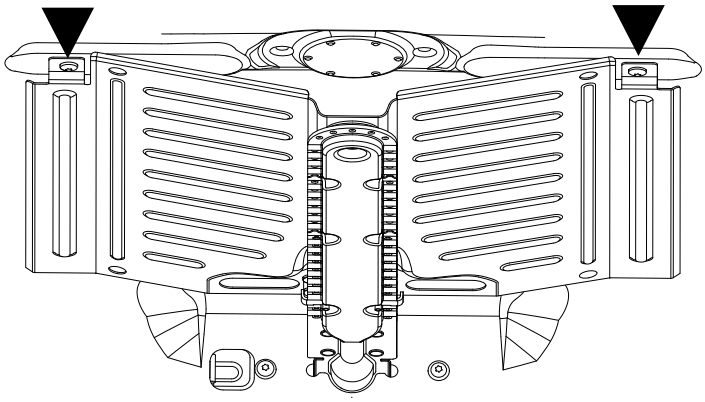

Figura 18
2. El quemador de asado está conectado con dos tornillos (ubicados al frente de la cavidad del horno). Retire estos tornillos (consulte la Figura 18).